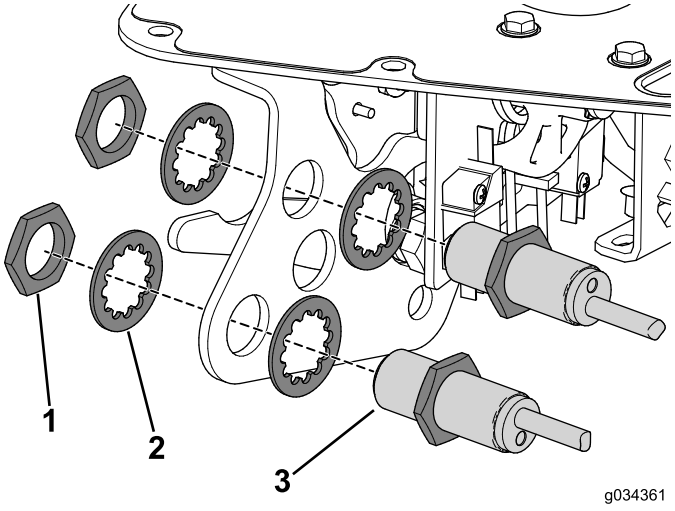

Bild 7
5. Entfernen Sie die Muttern, mit denen die Initiatorsensoren an der Funktionshebelhalterung befestigt sind (Bild 7).